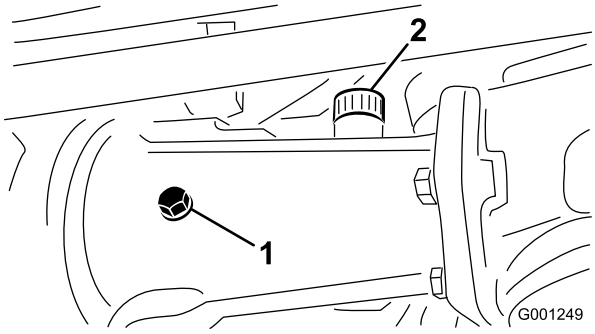
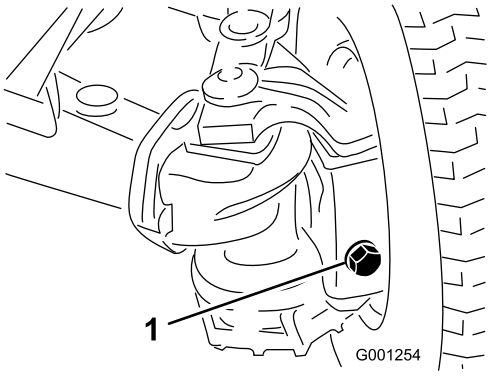

Figur 26
Figur 27
2. Avlägsna kontrollpluggarna från axeln och se till att oljan når upp till botten av varje hål. Avlägsna påfyllningspluggarna om nivån är låg, och tillsätt tillräckligt med olja så att nivån når upp till botten av kontrollpluggshålen (Figur 26 och Figur 27).